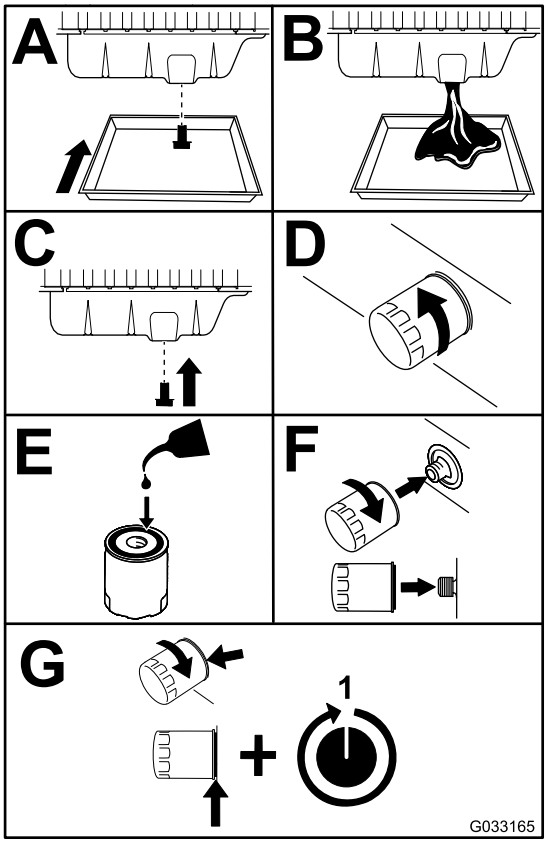

Figur 55
3. Skift motorolje og filter (Figur 55).